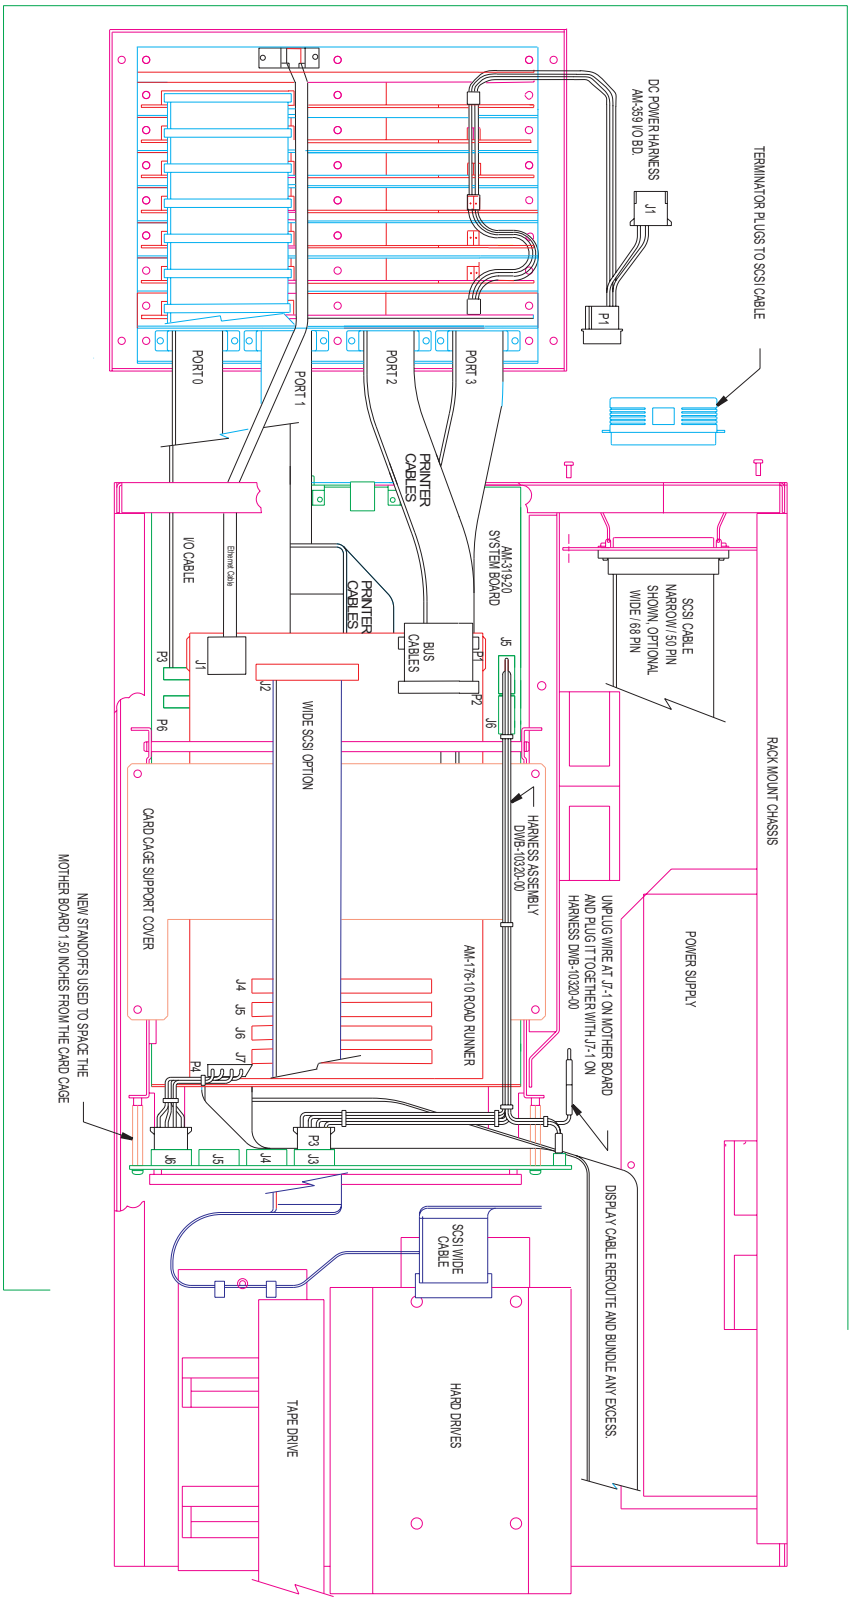

***Figure D-1: Top View, AM-319-20 and Roadrunner 75 Cabling (10-Slot Rack Mount Chassis)***
12. Note that, for 21-slot chassis installation, the card cage cover plate shown in Figures D-1 and D-2 is not used.